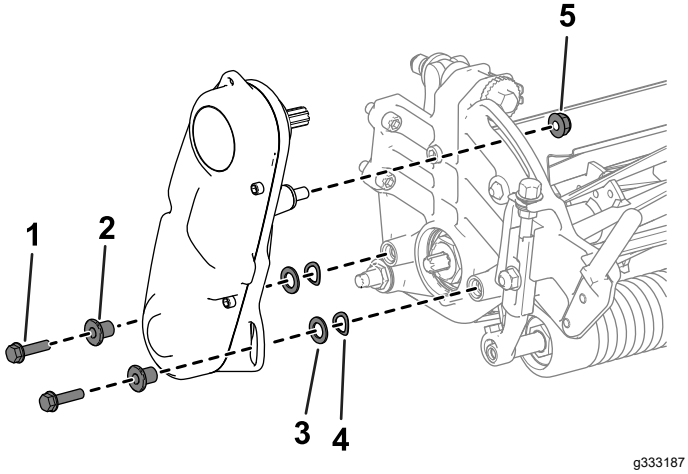

**Figuur 3**
1. Verwijder het bevestigingsmateriaal waarmee de aandrijving van de messenkooi aan de zijplaat is bevestigd (Figuur 3).
2. Verwijder de aandrijving van de messenkooi, de platte ringen, de veerringen en afstandsstukken van de zijplaat (Figuur 3).